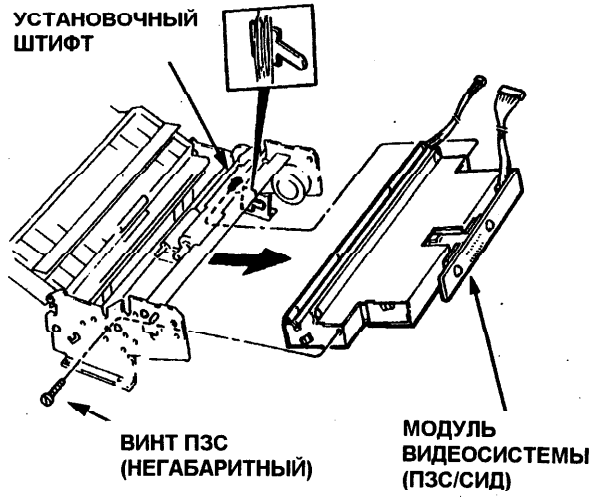

Рис. 3. Модуль видеосистемы (ПЗС/СИД)
8. Снимите модуль видеосистемы (ПЗС/СИД) (Рис. 3).